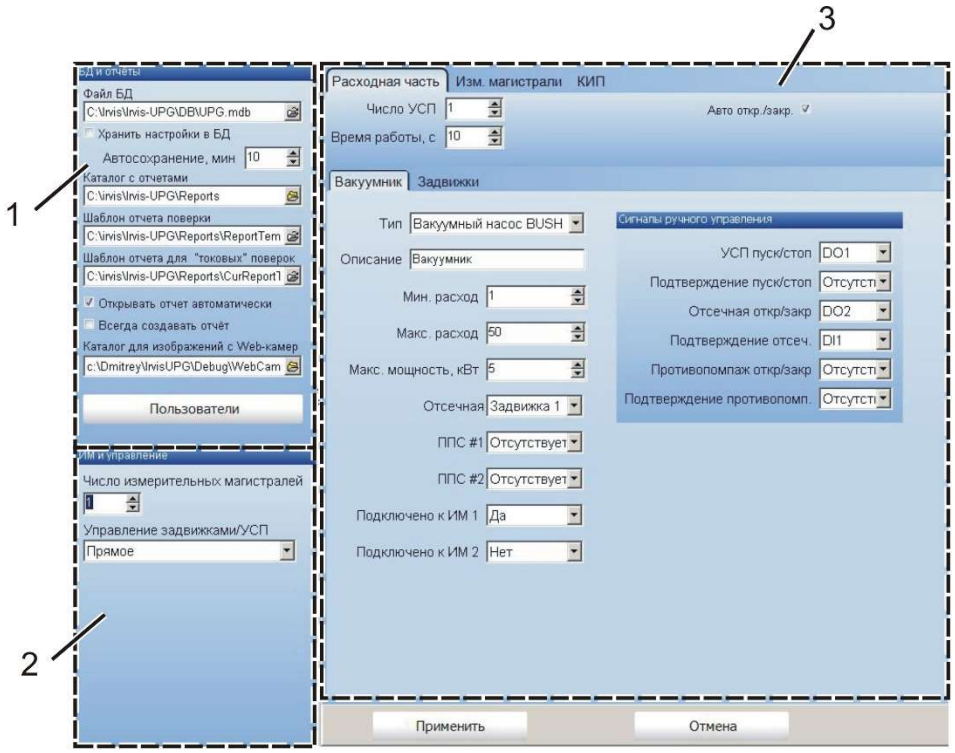

Рисунок 21 – *Окно настроек установки*
2.4.3.12 При нажатии на кнопку меню «Настройки»[5] загружается окно (рис. 21) с: